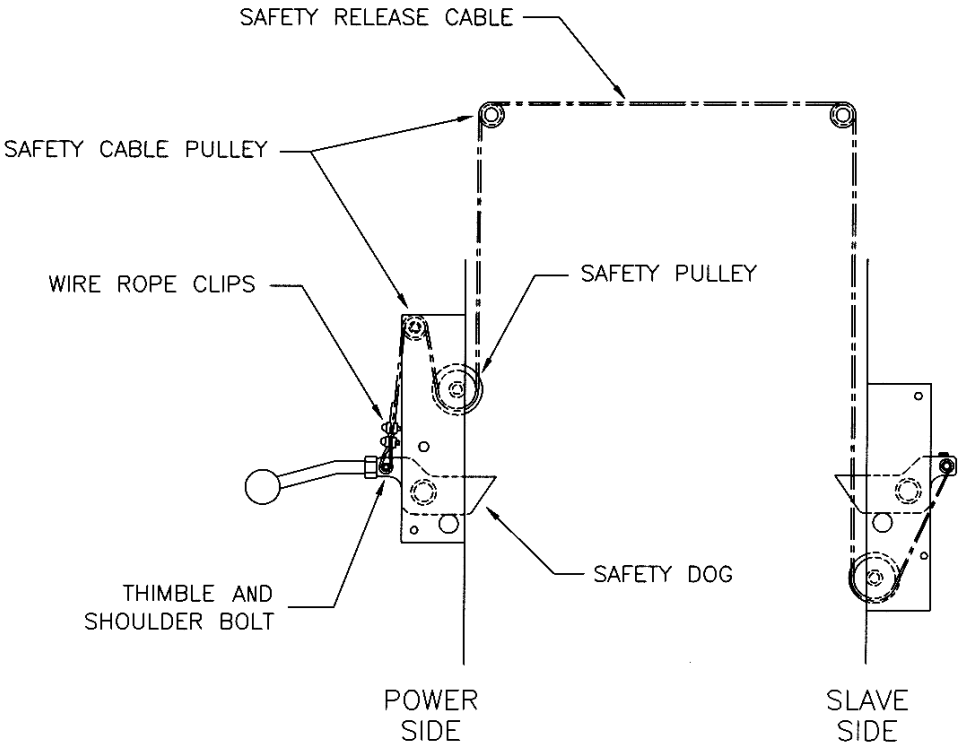

Figure 12 – Safety Release Cable Routing and Adjustment
2. Refer to **Figure 12** for safety release cable routing. The end of the cable that has a collar attaches to the slave side safety dog. The free end is fixed to the power side safety dog using two (2) wire rope clips.
7. Guide the cable up under the large pulley and then over the small pulley towards the safety dog. Wrap the cable around the thimble (attached to the safety dog with a 3/8” x 1/2” lg. shoulder bolt) and then clamp it using two (2) wire rope clips. Do not tighten fully at this stage.